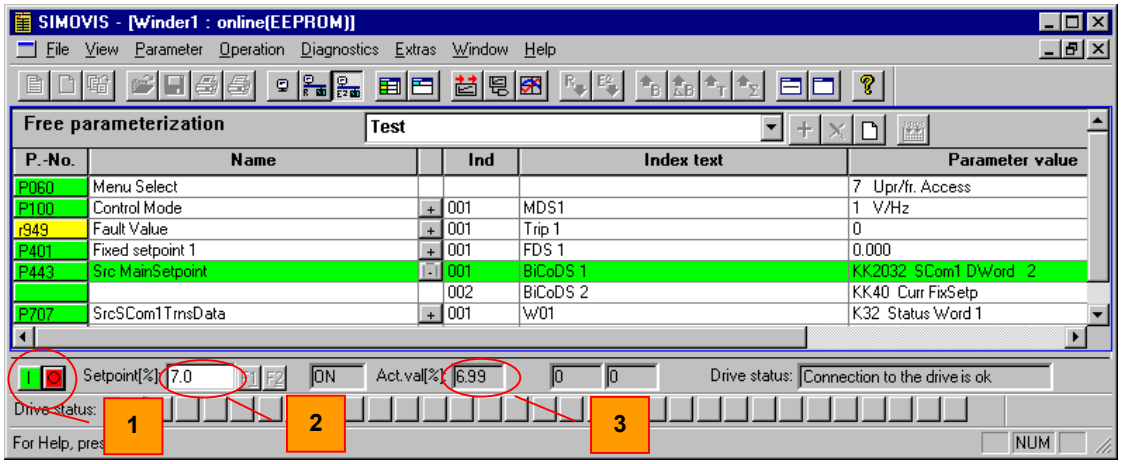

Fig. 5-28 Operating bar
- ON/OFF (Fig. 5-28 [1])
- Setpoint setting and actual value display (Fig. 5-28 [2] [3])